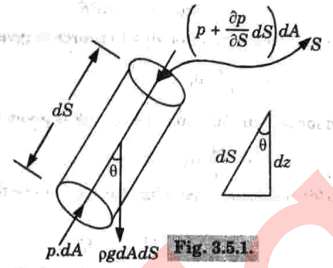

Fig. 3.5.1.
1. As shown in Fig. 3.5.1, consider a stream-line in which flow is taking place in S-direction.